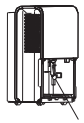
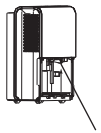

Fig.7
Fig.8
- If the pump hose drops when you remove the bucket (see Fig.7),you must reinstall the pump hose properly to the unit before replace the bucket into the unit (see Fig.8).